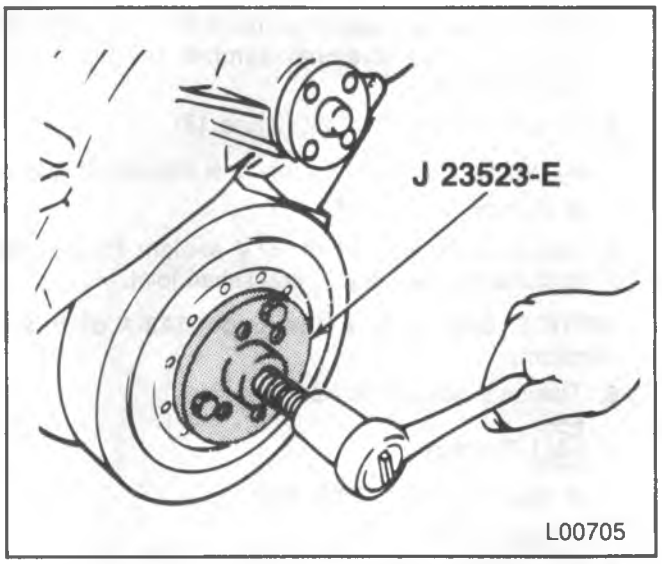

Figure 16—Removing the Torsional Damper
Remove or Disconnect (Figure 16)
5. Torsional damper using J 23523-E (figure 16).